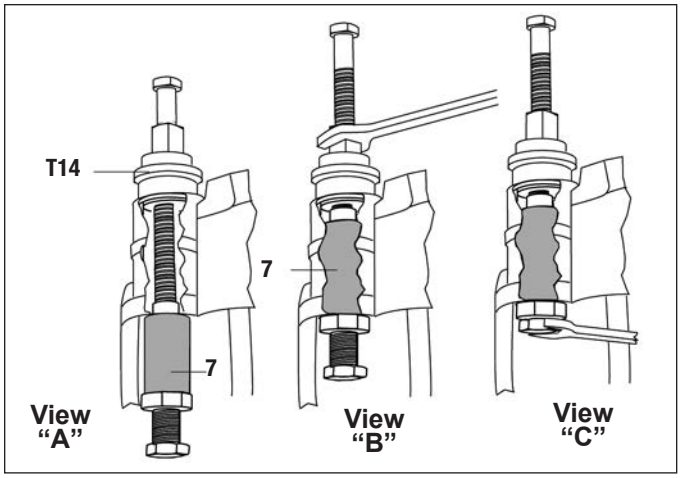

Figure 78 – View "A" and "B": Draw the Brass Bushing into Position. View "C": Lock the Bushing into Position
5.6.22 With the dimpling tool (T16) in position, tighten the screw in its base until it contacts the dimpling screw housing. The movement of this screw forces three points outwards, leaving indentations in the brass bushing. *See Figure 78, view "C".*